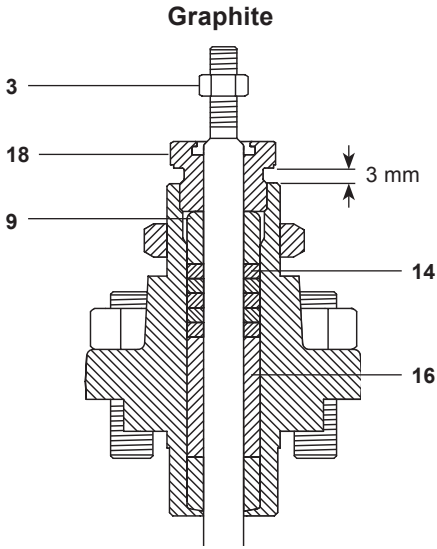

图 9
- 清洁填料函并按照图9所示顺序重新安装填料组件。注意：安装下面的导承的时候需要将带倒角的那侧向下，在安装石墨环时，需要将石墨环的开口侧以90的位置错开。